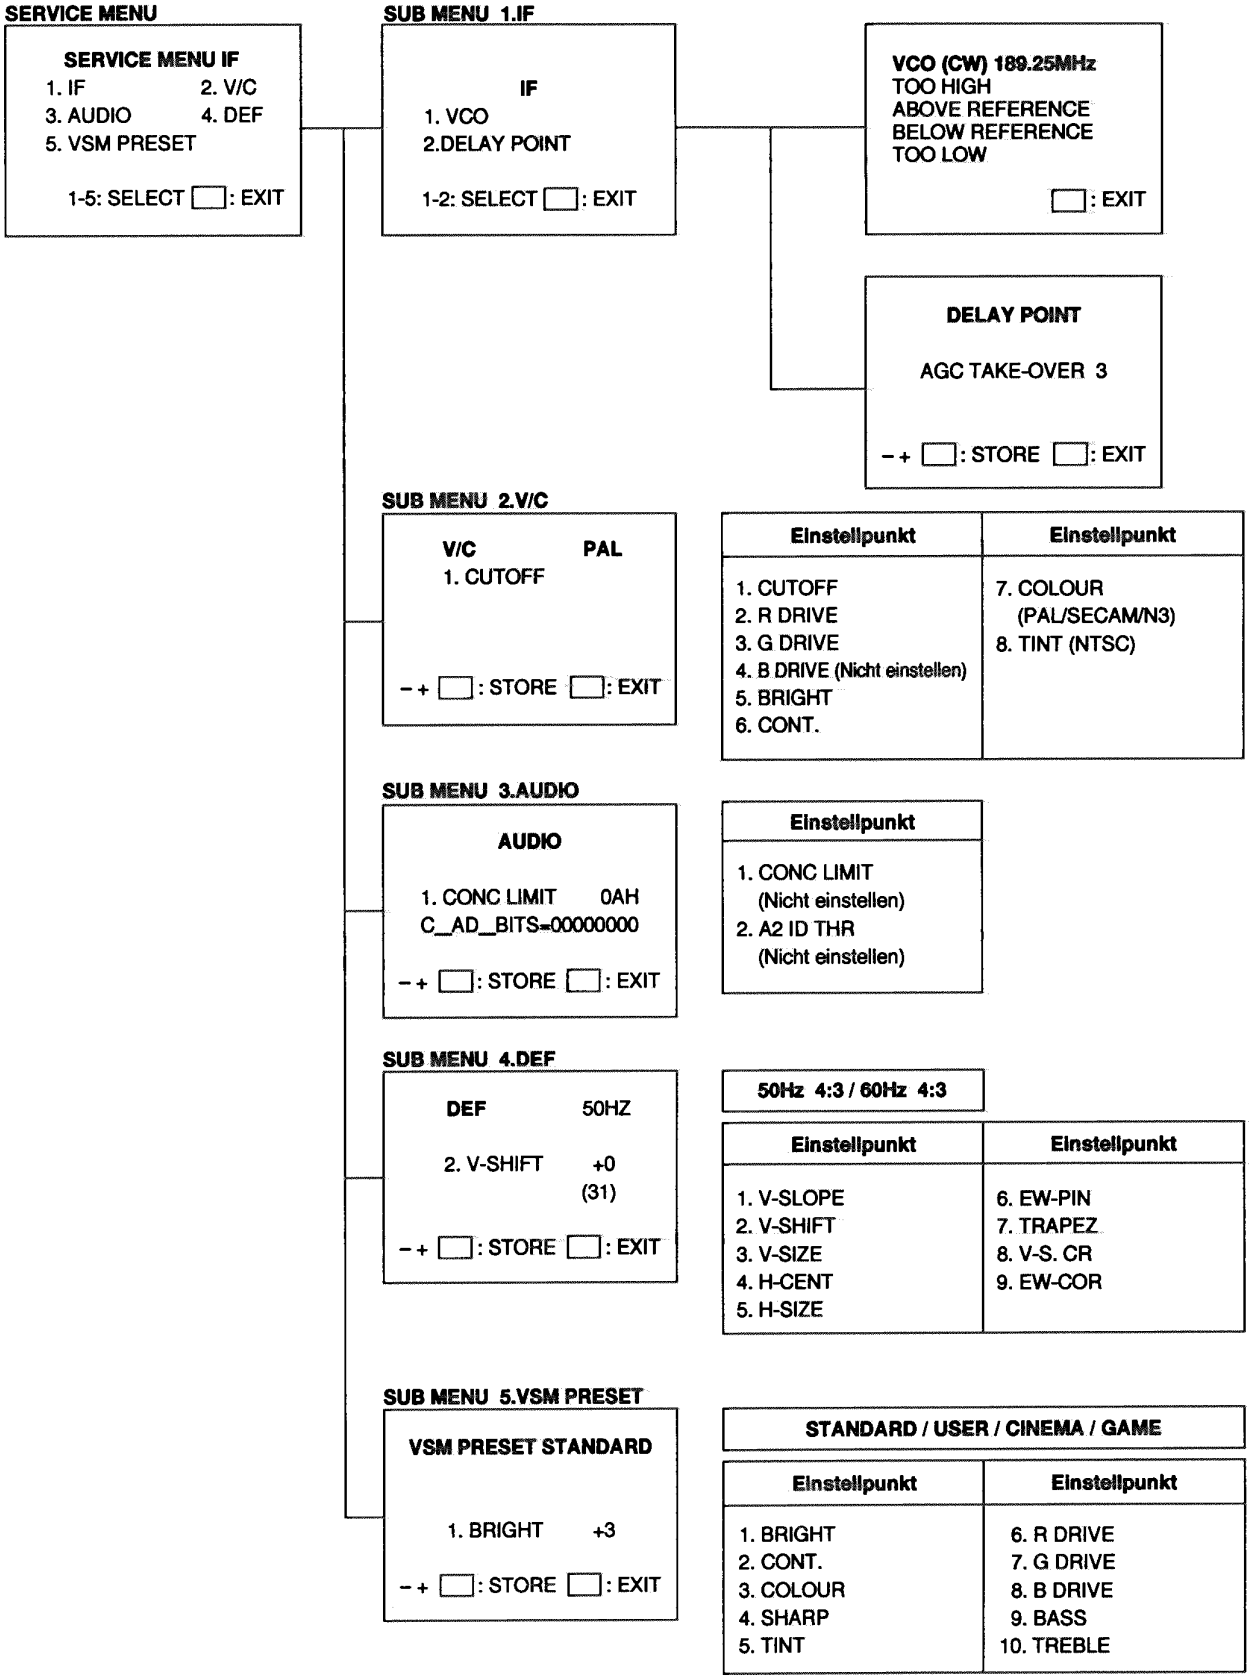

Abbildung 2 Untermenü-Bildschirme
1) Eine der Tasten 1 bis 5 der Fernbedienung drücken und eins der Untermenüs (siehe Abbildung 2) aus dem Wartungsmenü (SERVICE MENU) wählen.